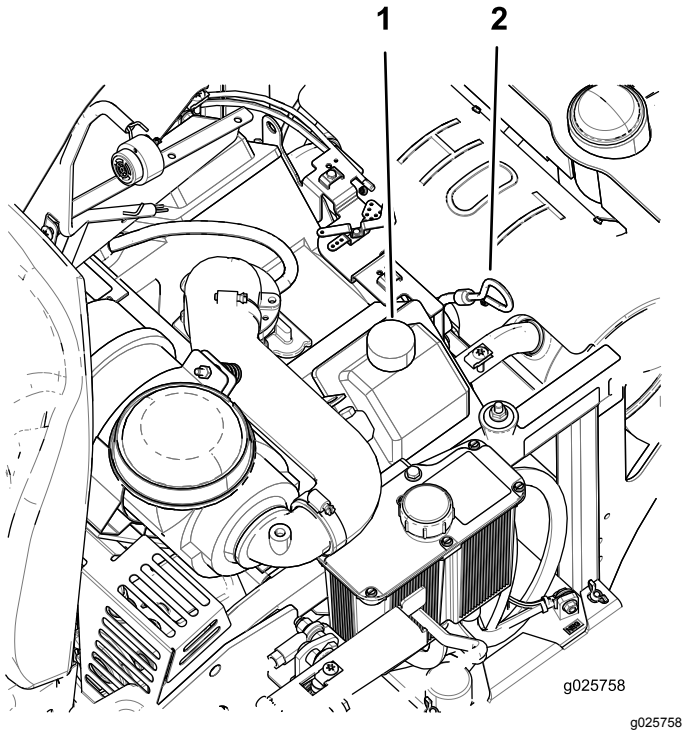

Figuur 40
4. Om te voorkomen dat er vuil, maaisel, enz. in de motor terechtkomt, moet u de omgeving van de vuldop/peilstok reinigen voordat u deze verwijdert (Figuur 40).
8. Als het oliepeil laag is, maak de omgeving van de olievuldop dan schoon, verwijder de dop en voeg olie toe tot de **Vol**-markering op de peilstok bereikt is (Figuur 40).
4. Giet langzaam ongeveer 80 % van de gespecificeerde olie in de vulbuis en voeg langzaam de rest van de olie toe tot het peil de markering **Vol** bereikt (Figuur 40).
5. Start de motor en rijd naar een vlak gebied. Controleer het oliepeil opnieuw (Figuur 40).